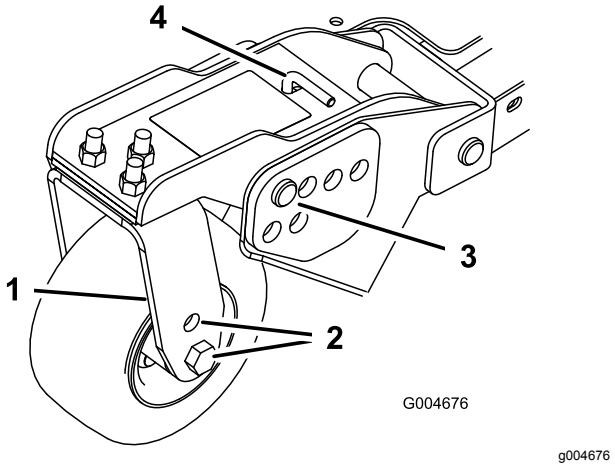

Figuur 23
1. Plaats de assen van de zwenkwielen in dezelfde openingen in alle zwenkwielvorken (Figuur 21 en Figuur 23).
5. Verwijder de R-pennen en de gaffelpennen uit de zwenkwieldraaiarmen (Figuur 23).
6. Draai de spanstang om de draaiarm hoger of lager te zetten totdat de openingen zich recht voor de gewenste openingen in de maaihoogtebeugel van het maaidekframe bevinden (Figuur 23 en Figuur 24).